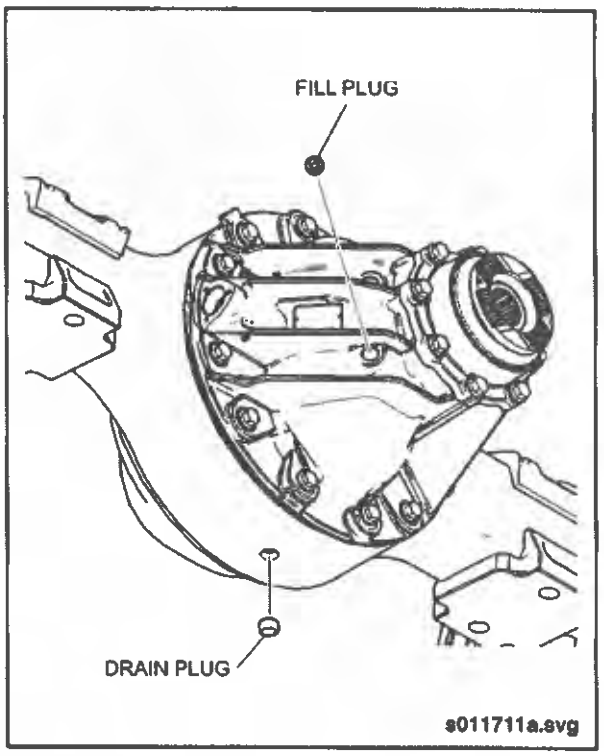

Fig. PM-29: Rear Axle Drain & Fill Locations
3. Remove the fill plug from the front of the differential housing. See "Fig. PM-29: Rear Axle Drain & Fill Locations" on page 61.